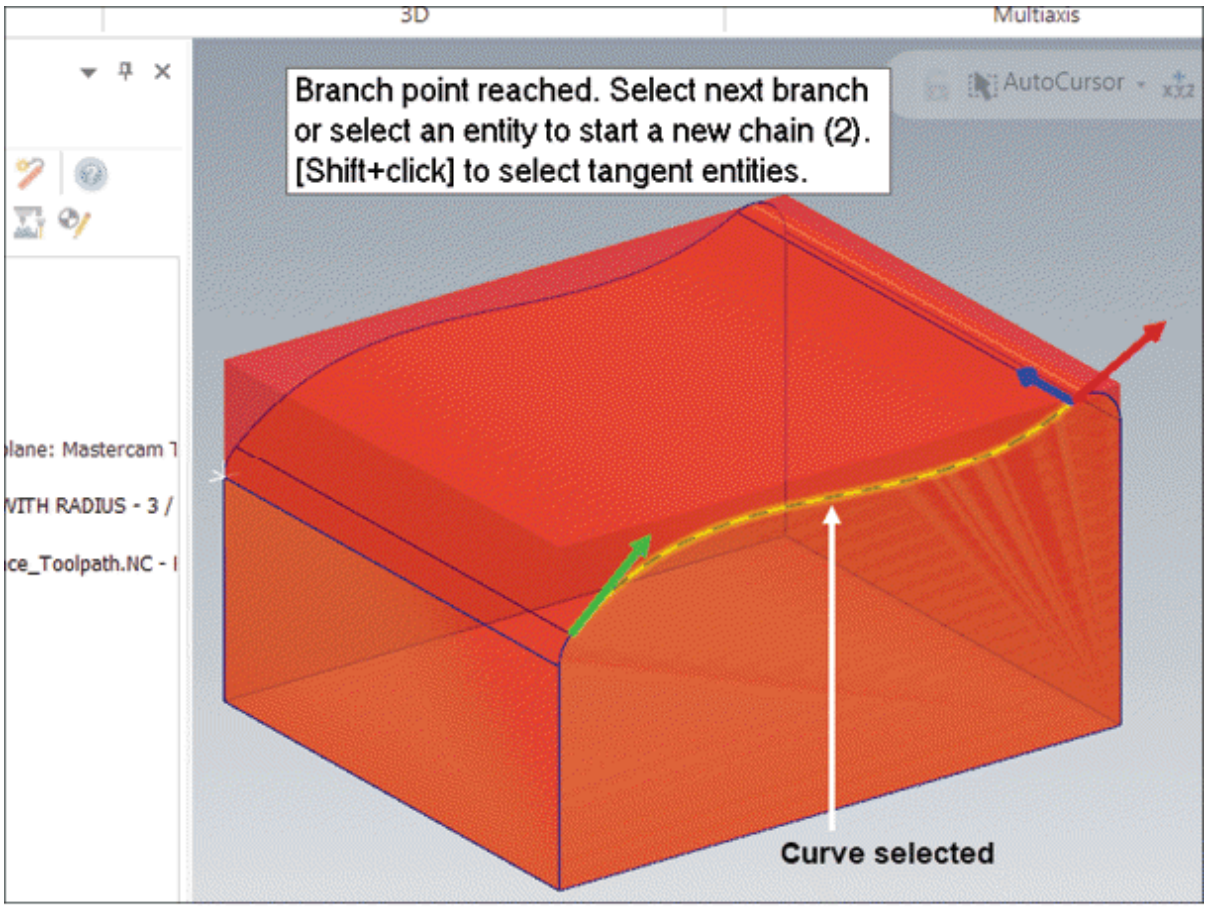
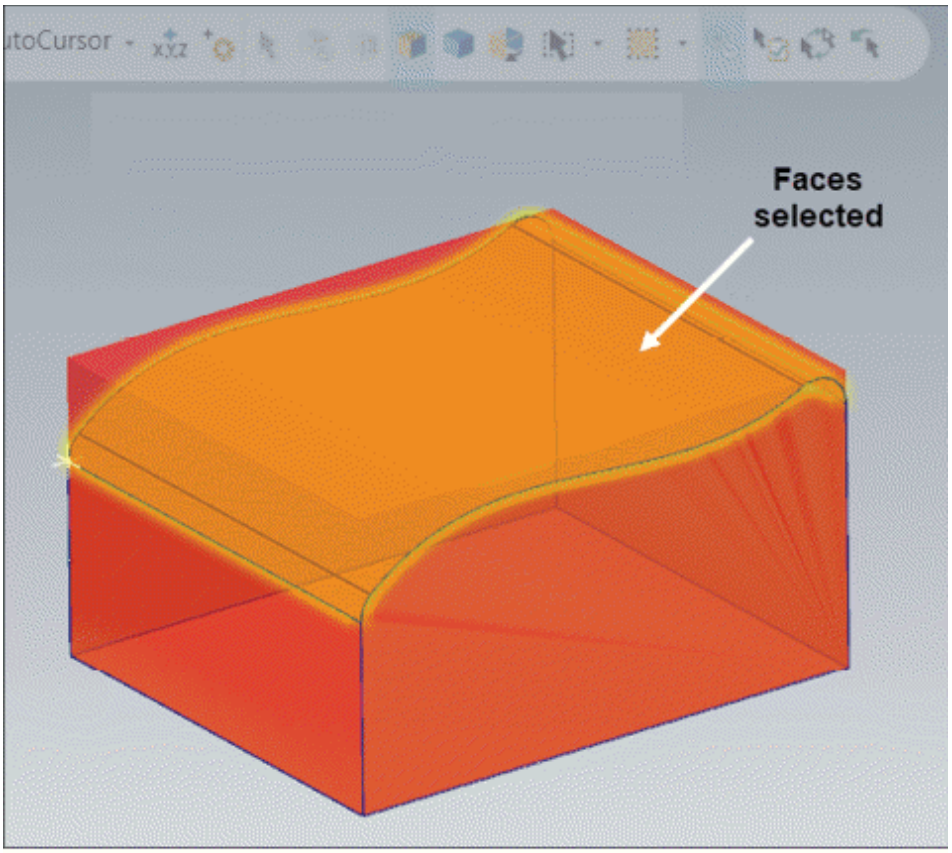

Figure-24. Curve selected for defining parallel direction
Figure-25. Drive faces selected
- After selecting desired option for parallel toolpaths, click on the **Select** button in **Pattern** area to select related geometry. For example, if you have selected parallel to curve option then click on the **Select** button for curves from **Pattern** area and select the curves from graphics area; refer to Figure-24. If you are using surface boundary option then select the surface of model; refer to Figure-25.